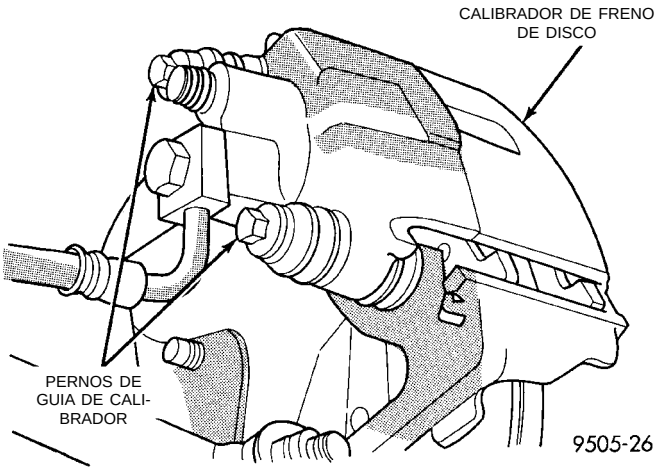

Fig. 68 Pernos del pasador guía del conjunto de calibrador
(1) Eleve el vehículo sobre gatos fijos o céntrelo sobre un elevador. Consulte Elevación en la sección de Lubricación y mantenimiento de este manual.
(2) Retire del vehículo los conjuntos de rueda y neumático traseros.
(3) Retire los 2 pernos que fijan el conjunto del calibrador en el pasador guía del adaptador (Fig. 68).
(5) Instale los pernos del pasador guía del conjunto de calibrador en el adaptador y ajústelos (Fig. 68). Apriete luego ambos pernos del pasador guía con una torsión de 22 N·m (192 libras pulgada).
(6) Instale el conjunto de rueda y neumático.
(7) Apriete las tuercas de los pernos de instalación de la rueda en la secuencia adecuada hasta que todas estén con la mitad de torsión de la especificación. Después repita la secuencia de ajuste hasta que complete la especificación total de 135 N·m (100 libras pie).
(8) Retire los gatos fijos o baje el elevador. **Antes de mover el vehículo, bombee varias veces el pedal de freno, para asegurarse de que éste está firme.**
(9) Pruebe el vehículo en la carretera y efectúe varias paradas para desgastar cualquier material extraño presente en los frenos y asentar las pastillas de freno.